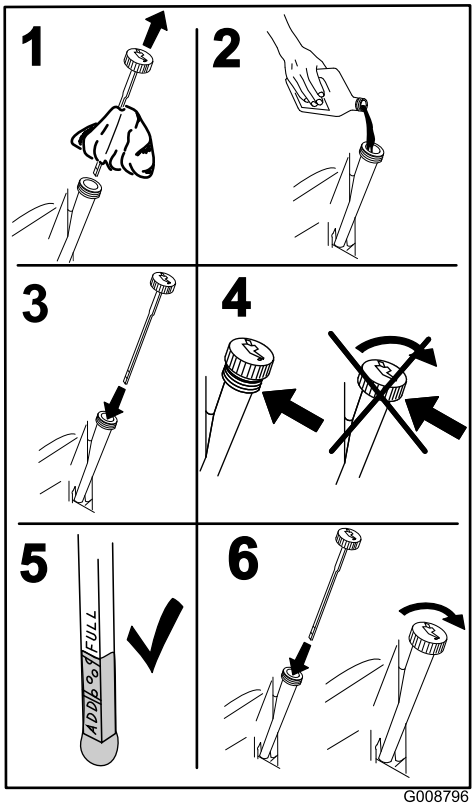

Figur 41
4. Fjern målepinden, og tør den af med en ren klud (Figur 41).